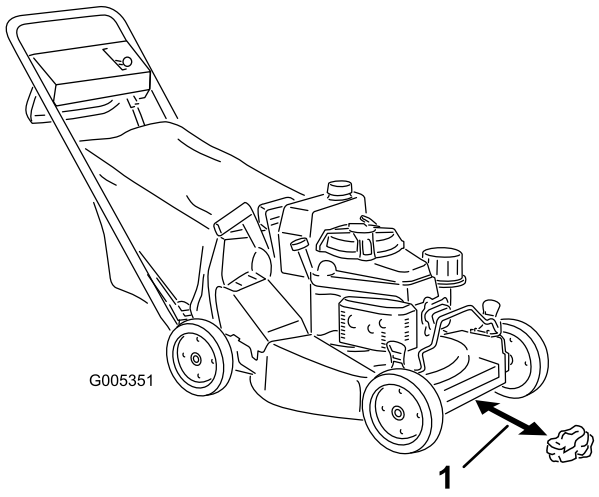
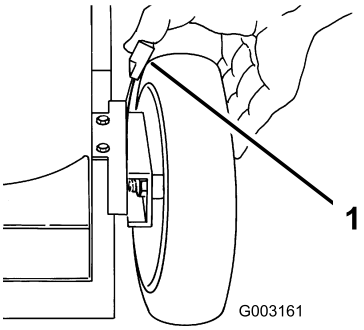

Рисунок 16
Рисунок 21
3. Установите все 4 колеса на высоту скашивания 64 мм (Рисунок 21).
4. Передвиньте орган управления скоростью движения в положение «Нейтральное» (N).
5. Возьмите половину газетного листа и скомкайте его в небольшой шарик, такой, чтобы он проходил под корпусом машины (диаметром примерно 76 мм), как показано на Рисунок 16.
6. Поместите скомканную в шарик газету на расстоянии примерно 12,7 см перед газонокосилкой (Рисунок 16).
A. Поместите скомканную в шарик газету на расстоянии примерно 12,7 см перед газонокосилкой (Рисунок 16).
1. Потяните рычаг регулировки высоты колеса в направлении колеса (Рисунок 21) и переместите его на нужную высоту.